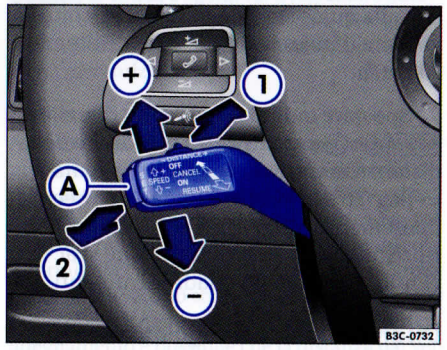

Fig. 52 Comandi del regolatore automatico della distanza
– Per memorizzare come velocità di riferimento la velocità alla quale si sta procedendo, premere il tasto SET ⇒ fig. 52 Ⓐ, simultaneamente si attiva il regolatore della distanza.
– spostando la leva ⇒ pag. 56, fig. 52 nella direzione ⊕, si aumenta la velocità programmata a scatti di dieci chilometri orari ⇒ ⚠. La velocità programmata appare indicata sul display del quadro strumenti (quando è attivo il sistema automatico di mantenimento della distanza di sicurezza, può ovviamente non coincidere con quella effettiva). **Altrimenti**
– spostando, a regolatore della distanza attivo, la leva nella direzione ①, si aumenta la velocità memorizzata di 1 km/h.
– spostando, a regolatore della distanza attivo, la leva ⇒ pag. 56, fig. 52 nella direzione ⊖, si riduce la velocità programmata di dieci chilometri orari. La velocità impostata, che appare indicata sul display del quadro strumenti, può essere ridotta togliendo il piede dal pedale dell'acceleratore oppure premendo il pedale del freno. **Altrimenti:**
- La velocità da memorizzare può essere selezionata, per mezzo dei comandi ⇒ pag. 56, fig. 52 ⊕ e ⊖, anche quando il regolatore della distanza è temporaneamente disattivato. Per registrare la velocità selezionata, si deve spostare la leva in direzione RESUME ①.